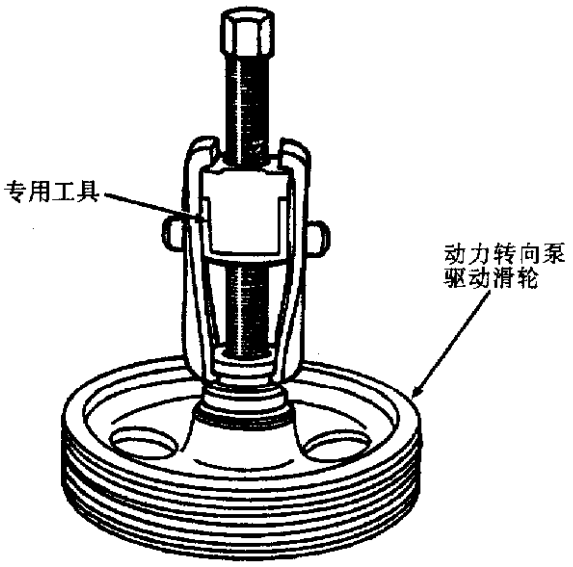

图 9－14　滑轮拆卸
①使用拆卸器 C－4333 或 C－4068(图 9－14)，从动力转向泵轴上拆下滑轮。小心：不能使用锤子，否则会损坏滑轮和动力转向泵。